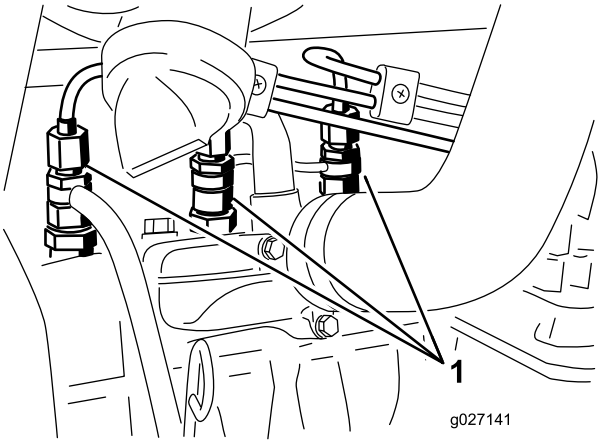

**Figur 58**
1. Løsn rørforbindelsen til dyse nr. 1 og holdersamlingen (Figur 58).